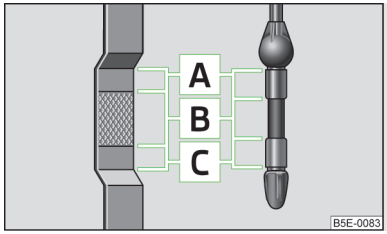

Fig. 164
- If the oil level is above level A » Fig. 164 on page 211, STOP do not continue to drive! Switch off the engine and seek assistance from a specialist garage.
The dipstick indicates the level of oil in the engine » Fig. 164.
The oil level must not exceed the range A » Fig. 164 – there is a risk of damaging the exhaust system.